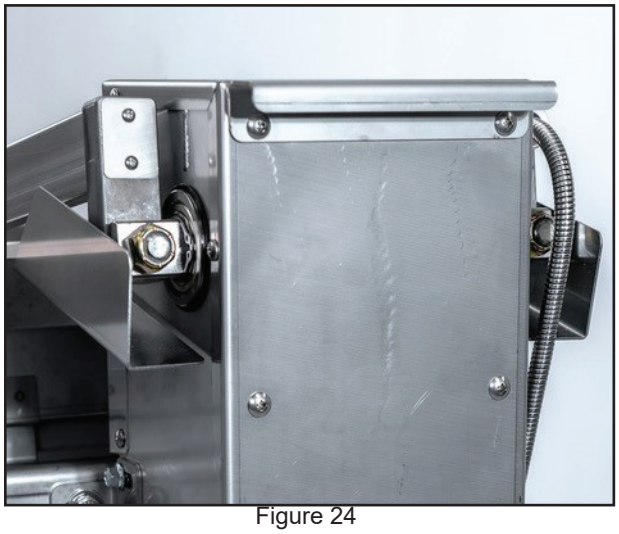

Figure 24
C. While one person holds the arm in place at the highest position, the other should secure the bolts in place using 1/2-13 nyloc nuts, tighten to 43 ftlbs. (Figure 24).